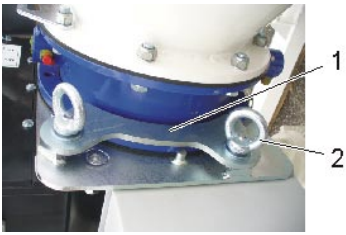

Abb. 6: Befestigung des Mischers
- ziehen Sie die 4 Ringmuttern an (s. Abb. 6)